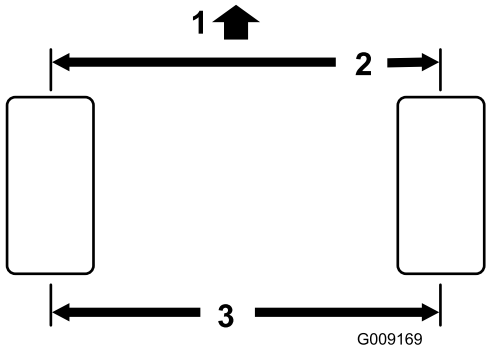

Figuur 56
2. Meet de afstand hart-op-hart van het toespoor (ter hoogte van de assen) aan de voorzijde en de achterzijde van de stuurwielen (Figuur 56).